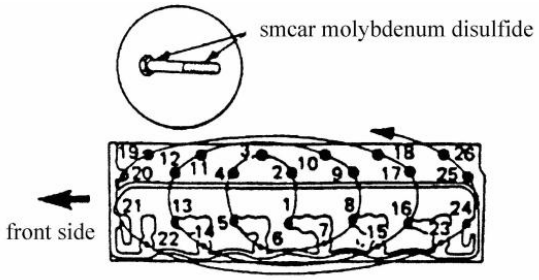

Fig.1.11
(1) Tighten the bolt with 68Nm twisting moment by the order of Fig 1.11.
(2) Tighten the twisting moment to 93Nm, then tighten the bolt orderly.
(3) Turn the bolt 90 degree and tighten them.